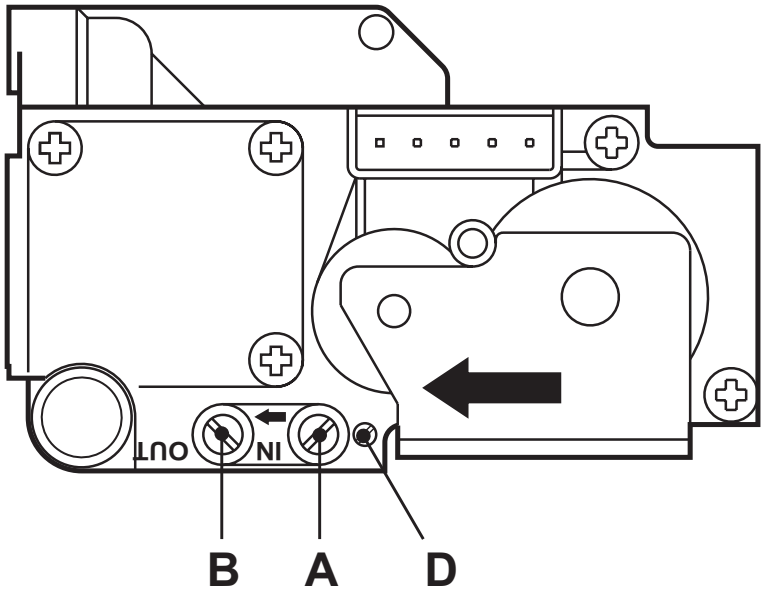

fig. 16 - Valvă de gaz
- Racordați un manometru la priza de presiune **"B"** fig. 16 poziționată în aval de valva de de gaz.
- Reglați presiunea minimă cu ajutorul şurubului **"D"** fig. 16, în sens orar pentru a o micşora, şi în sens antiorar pentru a o mări.